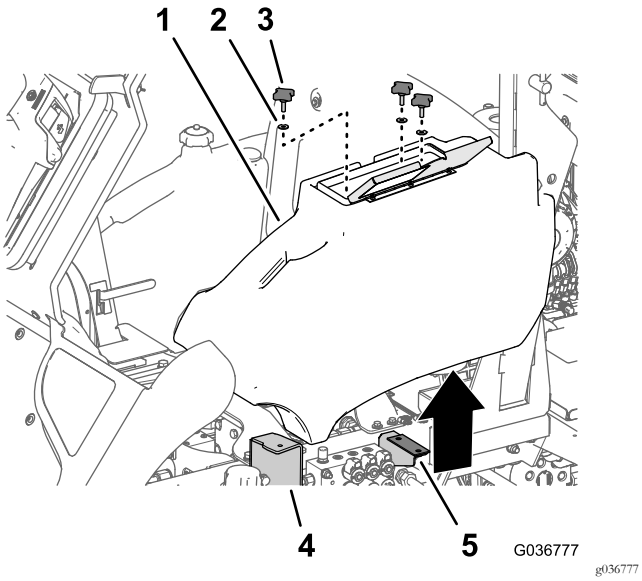

Figuur 7
1. Open het deksel van het opslagcompartiment (Figuur 7).
2. Zet de 3 knoppen en 3 ringen waarmee het compartiment aan de flens van het trapje en de beugel van het opslagcompartiment is bevestigd los en verwijder de knoppen en ringen (Figuur 7).